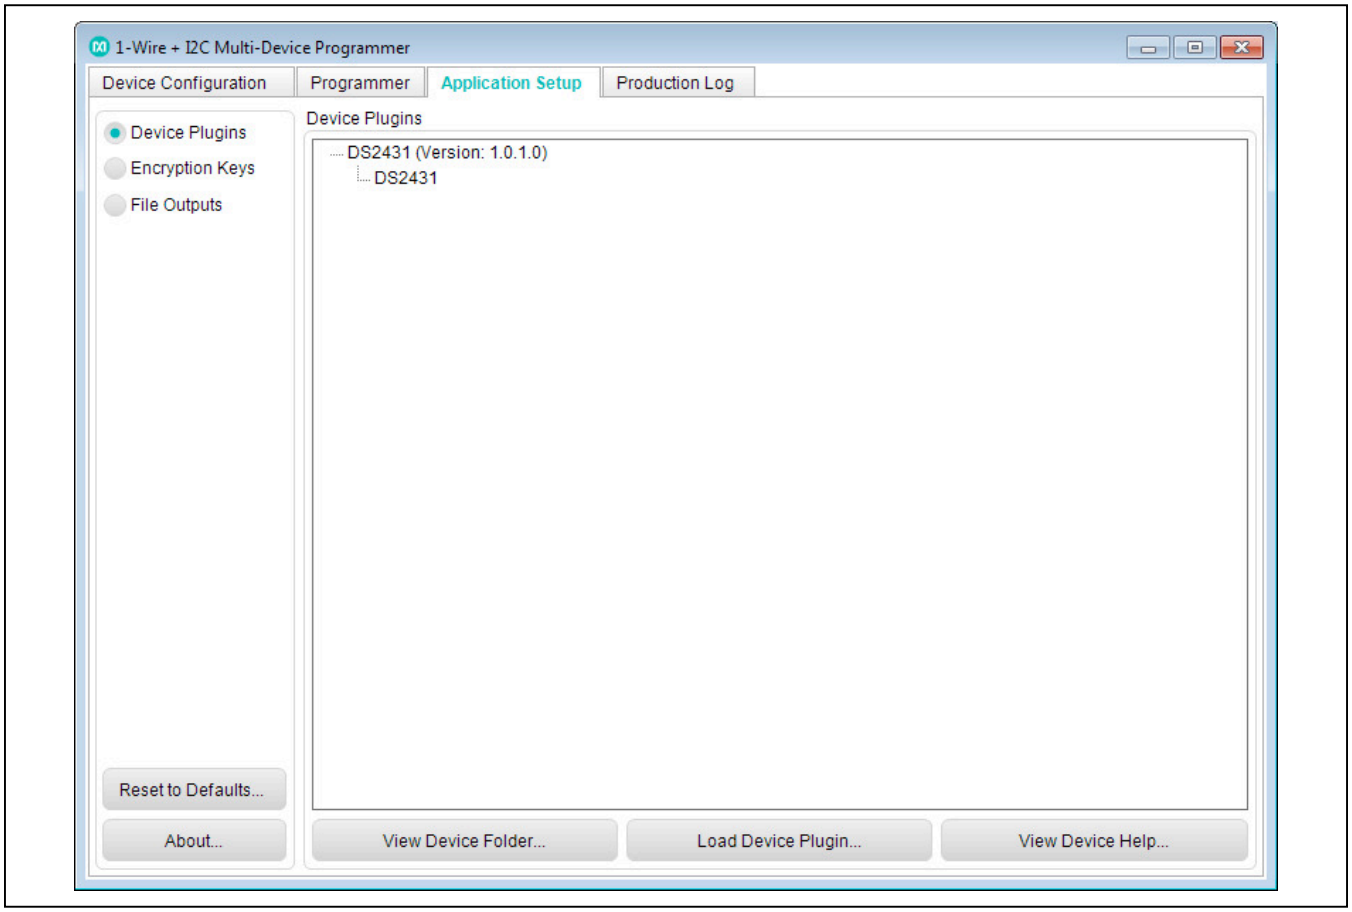

Figure 2. Loaded Device Plugins
2) Navigate to the **Application Setup** tab and click on the **Device Plugins** radio button. See Figure 2.